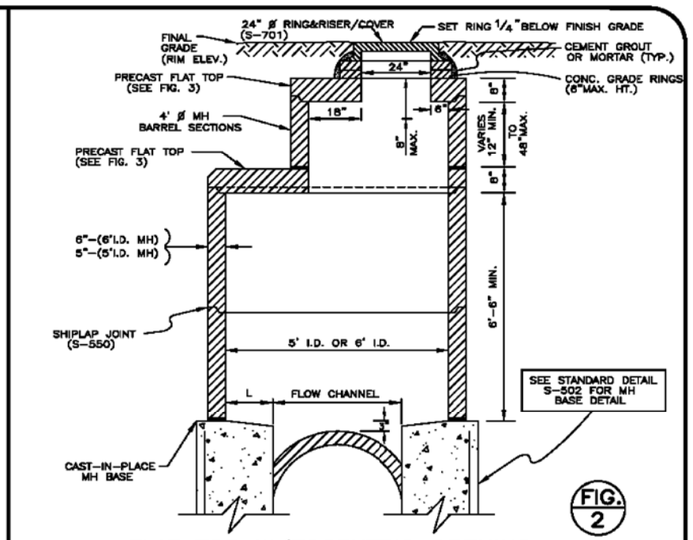

FIG. 2
2. FLAT TOP SECTIONS (FIG. 2, 3, & 4), MAY BE USED IN LIEU OF CONCENTRIC MANHOLES WHEN SPECIFICALLY APPROVED BY THE PROJECT ENGINEER.
5. FLAT TOPS (FIG. 2, 3, & 4) SHALL BE CAPABLE OF WITHSTANDING H-20 LIVE LOADS.